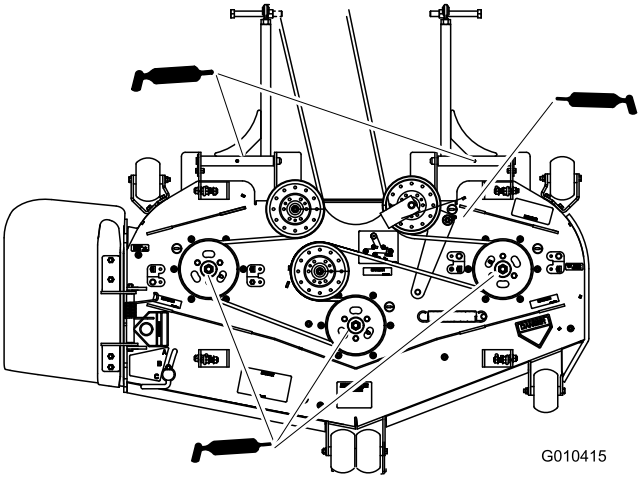

Figur 37
4. Smør de tre spindellejer, indtil der kommer fedt ud af de nederste tætninger (Figur 37).
5. Smør styrearmen på plæneklipperskjoldet (Figur 37).
6. Smør fittingerne på løftearmene (Figur 37).